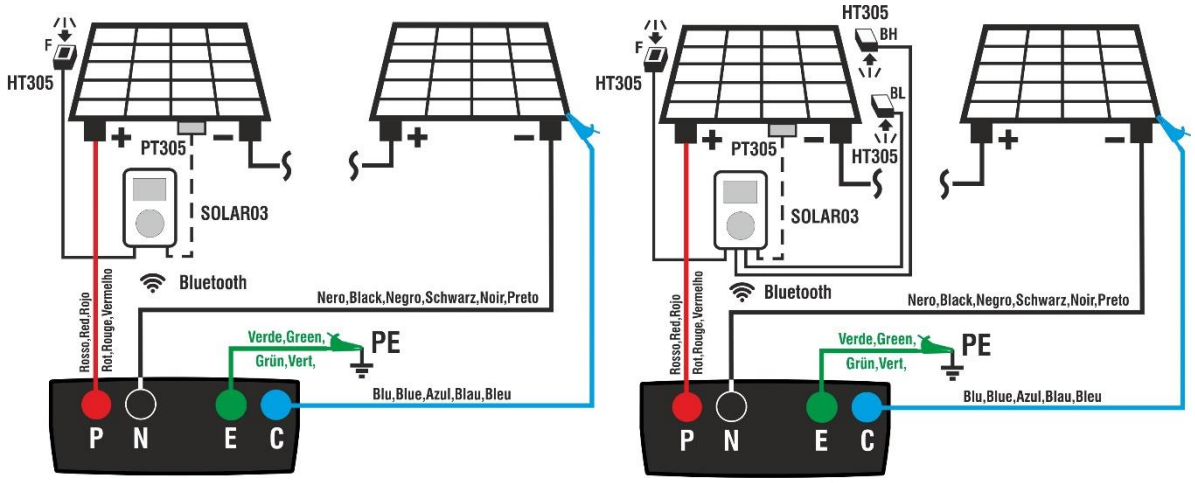

Fig. 11: Use com SOLAR03 em conexão direta em módulos Mono/Bifaciais
2. Ligar o instrumento ao módulo/string em ensaio e, se for caso disso, ao nó de terra principal do sistema e às massas metálicas ligadas à terra, como indicado na Fig. 11. Em particular: